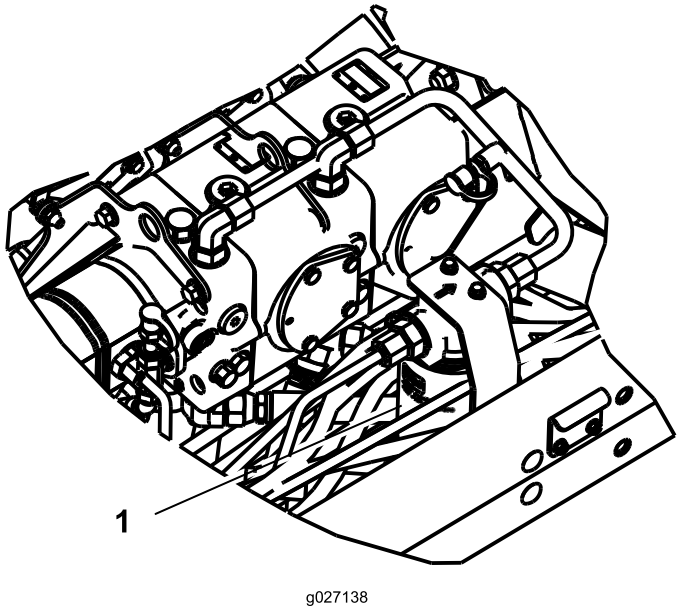

Figur 74
2. Rengör området där filtret ska monteras och placera ett avtappningskärl under filtret (Figur 74).